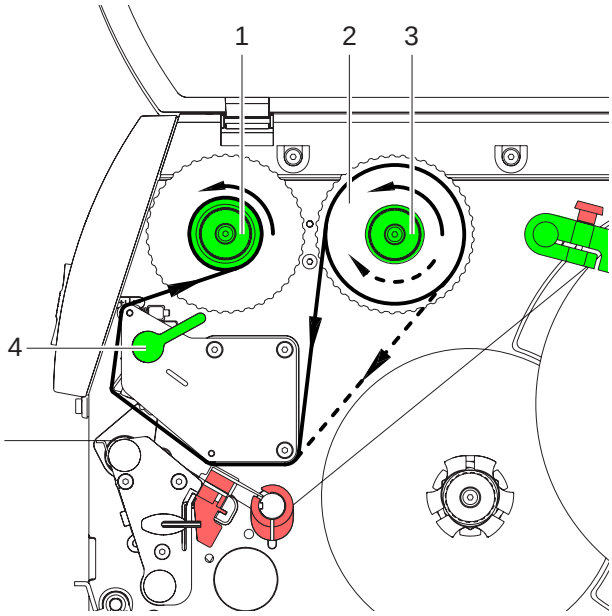

Fig. 10: Transferfolieløp
2. Drei spake (4) i motsatt retning av klokkeretning for å heve trykkhodet.
3. Skyv transferfolierull (2) til anslag på avvikleren (3), slik at fargebelegget på folien ved avvikling vender nedover. På avvikler (3) er det ingen gitt rotasjonsretning.
4. Hold fast transferfolie (2) og drei dreiehodet på avvikler (3) i motsatt retning av klokkeretning til transferfolierullen festes.
5. Skyv egnet transferfoliekjerne på transferfolieoppvikler (1) og fest på samme måte.
6. Før transferfolie gjennom trykkenheten som på fig. 10.
7. Fest transferfoliestart på transferfoliekjernen (1) med teip. Sørg her for at rotasjonsretning på transferfolieoppvikler går i motsatt retning av klokkeretning.
8. Drei transferfolieoppvikler (1) i motsatt retning av klokkeretning for å glatte ut transferfolieløpet.
9. Drei spake (4) i klokkeretning for å låse trykkhodet.
1. Drei spake (4. fig. 10) i motsatt retning av klokkeretning for å heve trykkhodet.